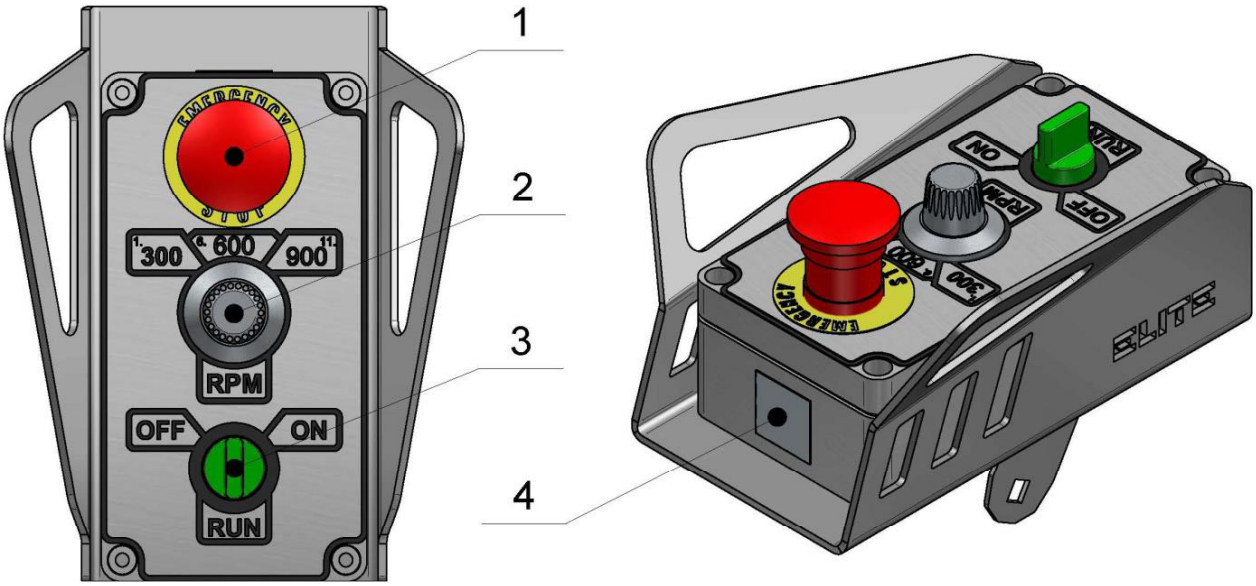

Figure 4.3
First, follow the directions in the chapter on Safety Devices and Safety Instructions. Next, release the emergency stop (1) (Fig. 4.3) , Check the potentiometer (2), and ensure that it is set to the working speed. If you are working dry make sure your machine is connected to the vacuum unit. Finally, hold the machine firmly and turn the switch (3) to the ON position.
-Turn the **ON/OFF** (3) (Fig 4.3) switch in position OFF, this will cut the voltage to the invertor.